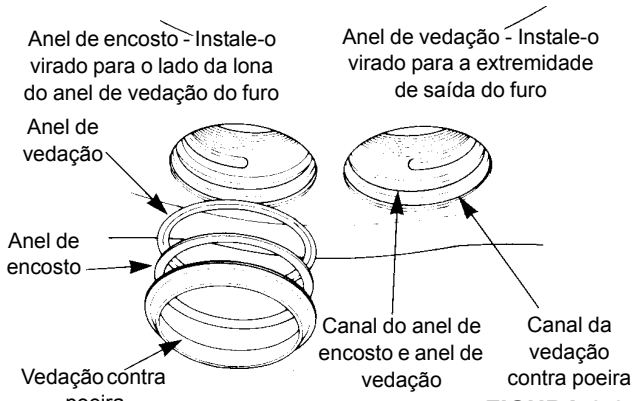

FIGURA 8-24
2. Instale um novo anel de vedação (O-ring) e um novo anel de encosto no canal no meio do furo. O anel de vedação é instalado voltado para a extremidade externa do furo. O anel de encosto é instalado voltado para o lado da lona do furo. Consulte Figura 8-24.
3. Instale uma nova vedação contra poeira no canal superior do furo. Consulte Figura 8-24.